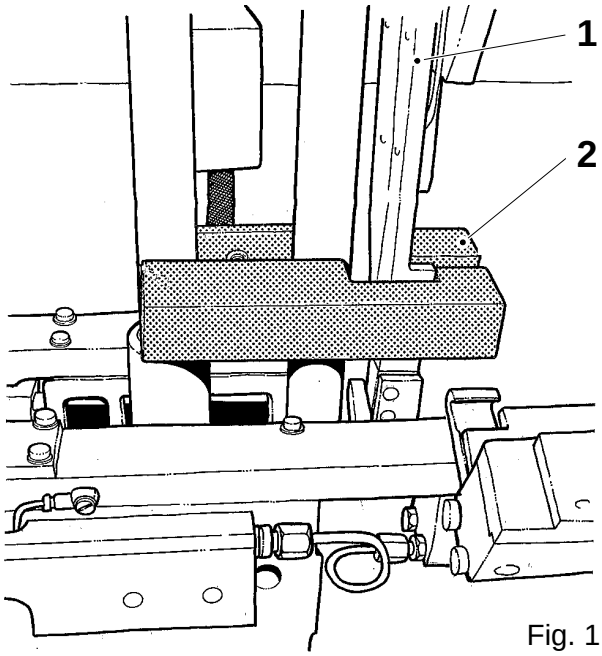

Fig. 1
Loosen the screws (4) and fit the setting tool (2), see fig. 1. If required, loosen the screws (6).